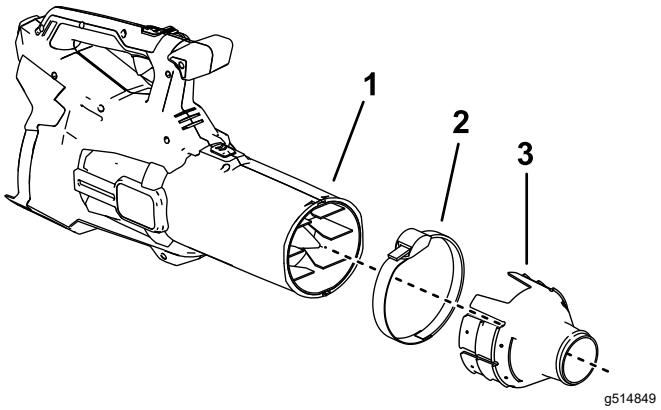

Figur 2
2. Fjern blåserslangen, slik at kragen kan kobles direkte til blåseruttaket (Figur 2).